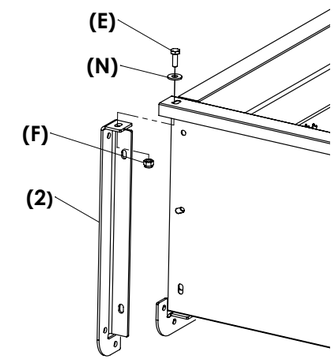

Figure 3A
STEP 3 (SEE FIGURE 3A & 3B): Attach the rear angles (2 & 3) to the cart bed using two 1/4" x 3/4" hex bolts (E), 1/4" washers (N) and 1/4" nylock nuts (F). **Do Not Tighten!**